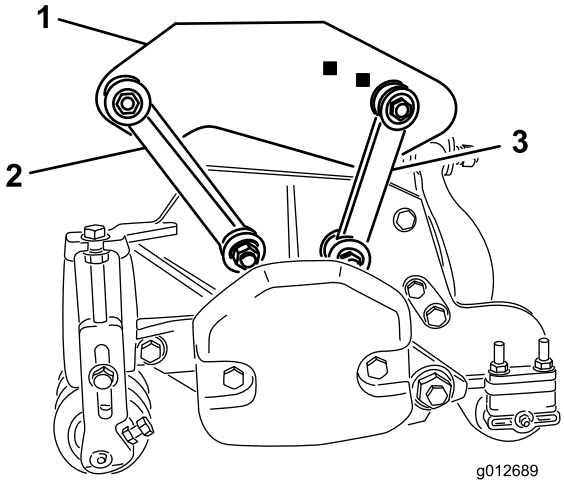

Figuur 19
- Bevestig de voorste montagekoppelingen in de openingen van het draagframe met een bout (3/8 x 2-1/4 inch), 2 platte ringen en een borgmoer, zoals getoond in Figuur 19. Plaats tijdens het monteren een ring aan beide zijden van de koppeling. Draai de bevestigingen vast tot 42 N·m.
- Bevestig de achterste montagekoppelingen in de openingen van het achterste draagframe met een bout (3/8 x 2-1/4 inch), 2 platte ringen en een borgmoer, zoals getoond in Figuur 19. Plaats tijdens het monteren een ring aan beide zijden van de koppeling. Draai de bevestigingen vast tot 42 N·m.